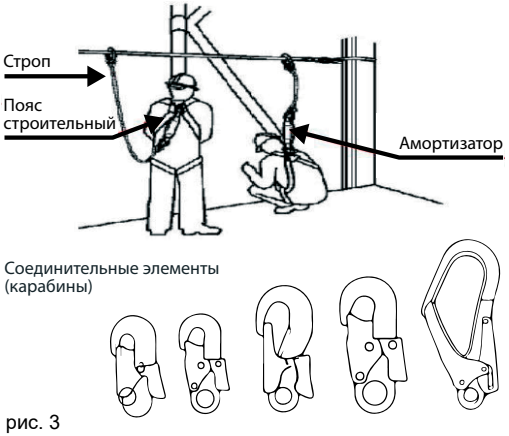

рис. 3
**Строп** – фал из ленты, каната или цепи с одним или двумя карабинами. Компоненты могут быть соединены между собой неразъемными элементами крепления или при помощи соединительных карабинов (рис. 3). Использование строительных поясов обеспечивает безопасность при работах на высоте, удерживая человека таким образом, что падение с высоты либо предотвращается, либо безопасно останавливается, а при верхолазных работах – для самостоятельного перемещения и позиционирования работника с соблюдением принципа непрерывности страховки.